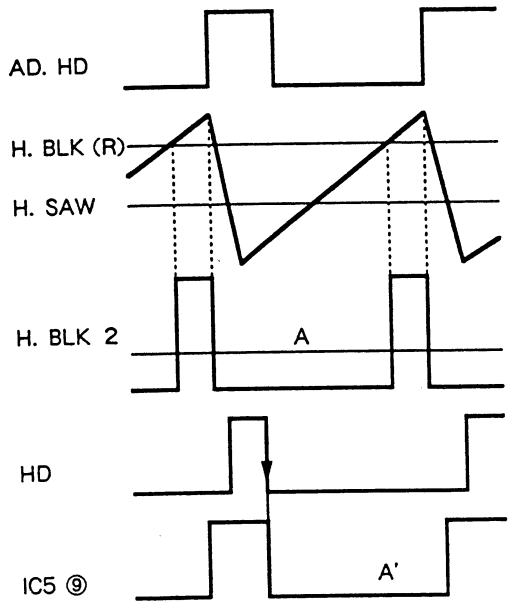

Fig. 4-8.
A pulse is created by shifting the voltage level of connector 25-c and shifting H. SAW (Fig. 4-8 H. BLK 2). Voltage a will be defined to be the voltage resulting from integration. BLK (R) is created as follows. First add HD to pin ⑪ of IC5 and create a pulse using the leading edge as a trigger. Then take the integrated value of output Q (pin ⑨ of IC5), compare it against a in the foregoing, and apply a feedback until the same integration value is obtain. BLK (L) is created in the same manner.